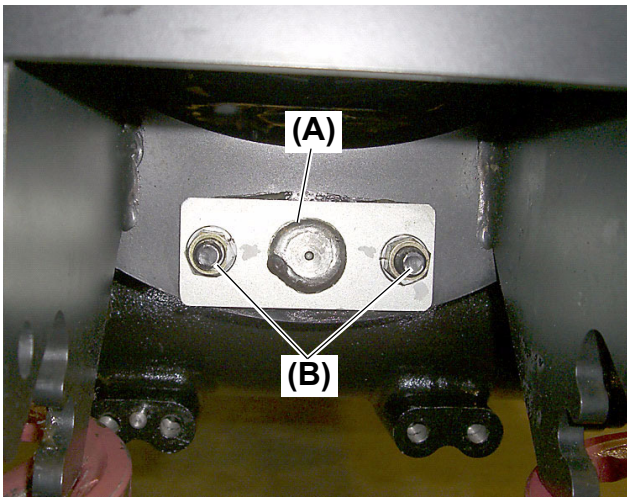

Fig. 1
1. Remove the two (2) M12 nuts **(Fig. 1, (B))** from the center pin **(Fig. 1, (A))** located in front of the center of the front axle.